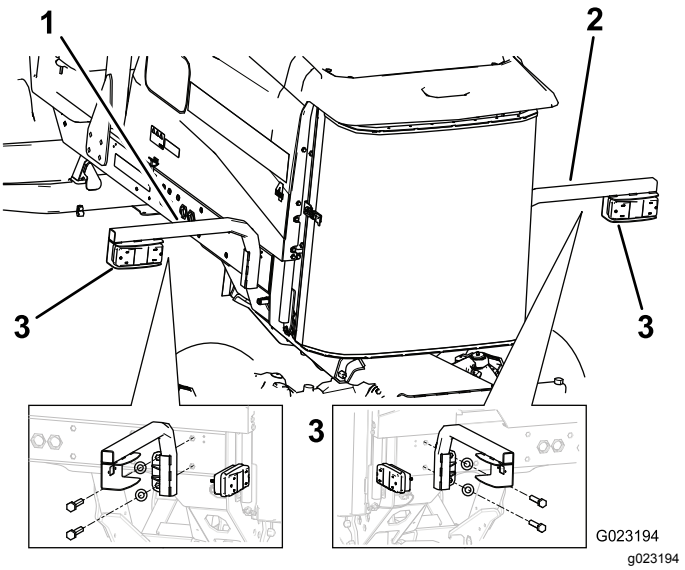

Figure 19
2. Fixez le support du feu arrière gauche au support et au cadre à l'aide de 2 boulons (5/8" x 3"), 2 rondelles plates et 2 écrous de blocage, comme montré à la Figure 19.
3. Fixez le feu arrière à son support au moyen des boulons et écrous fournis avec le feu (Figure 19).
5. Fixez le support du feu droit sur le cadre à l'aide de 2 boulons (5/8" x 3") et de 2 rondelles plates (Figure 19).